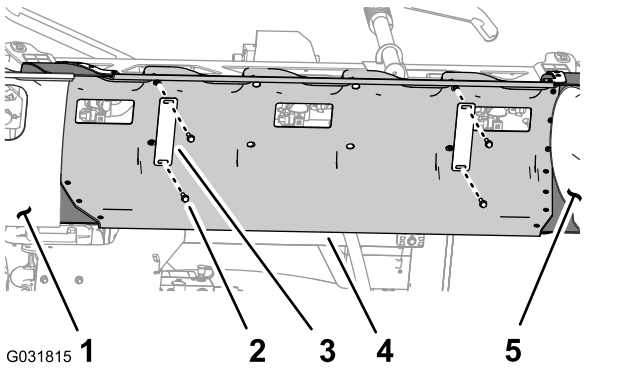

Figur 39
1. Understøt midtersektionens dæksel (11 dyser), og afmonter de 4 flangehovedbolte (5/16 x 1-1/4 tomme) og 2 dækselstropper, der fastgør dækslet til dækselstøttebeslaget (Figur 39).